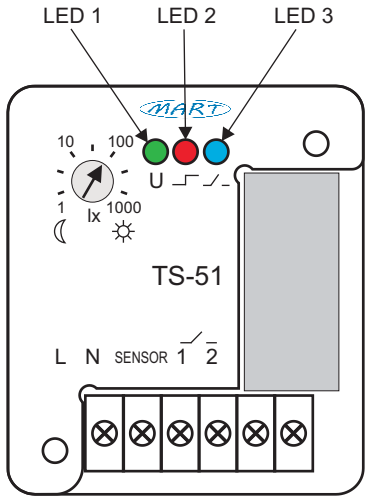

Rys. 2.: Widoki z przodu TS-51. Sposób rozmieszczenia lampek LED na płycie czołowej.
4. włączyć napięcie zasilania - zaświeci się **LED 1 (rys.2)**